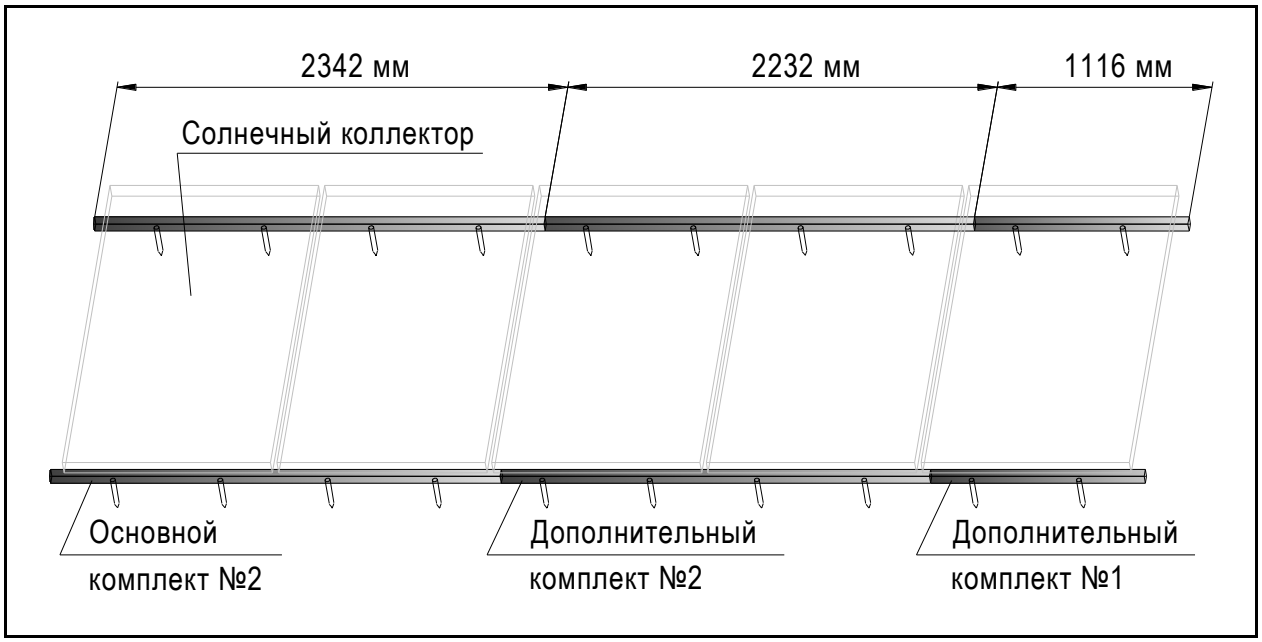
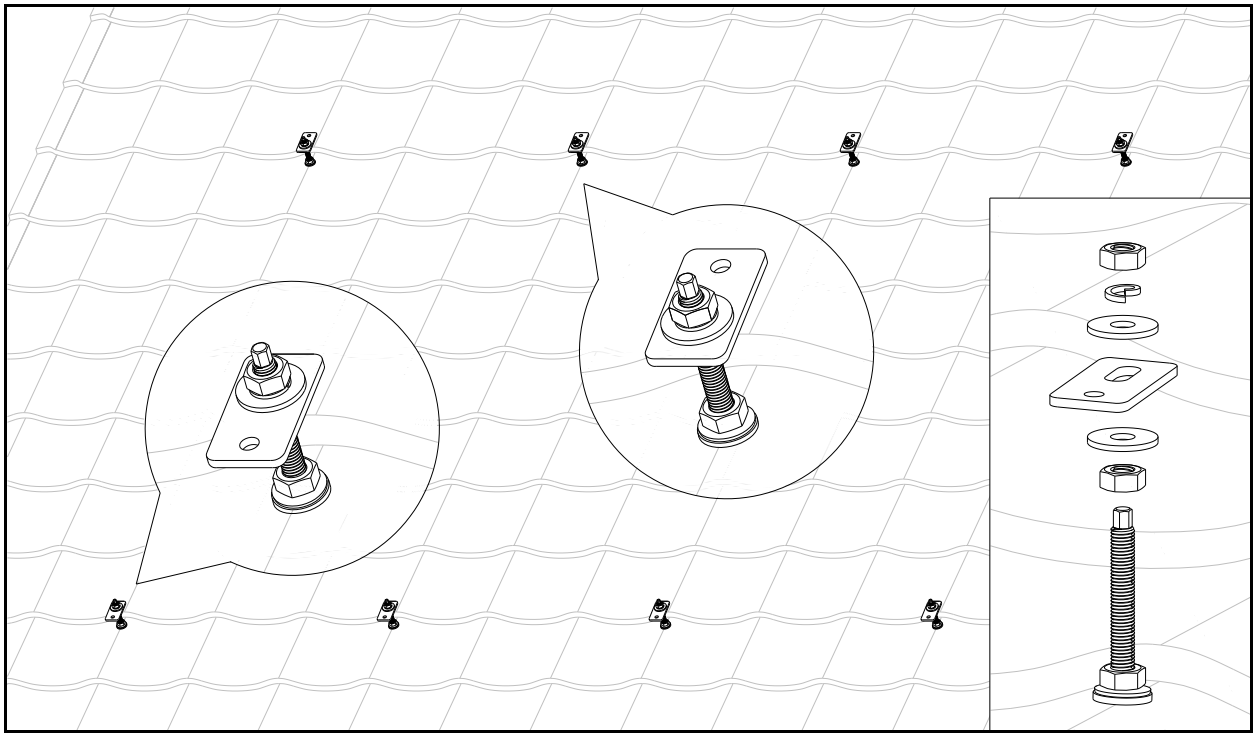
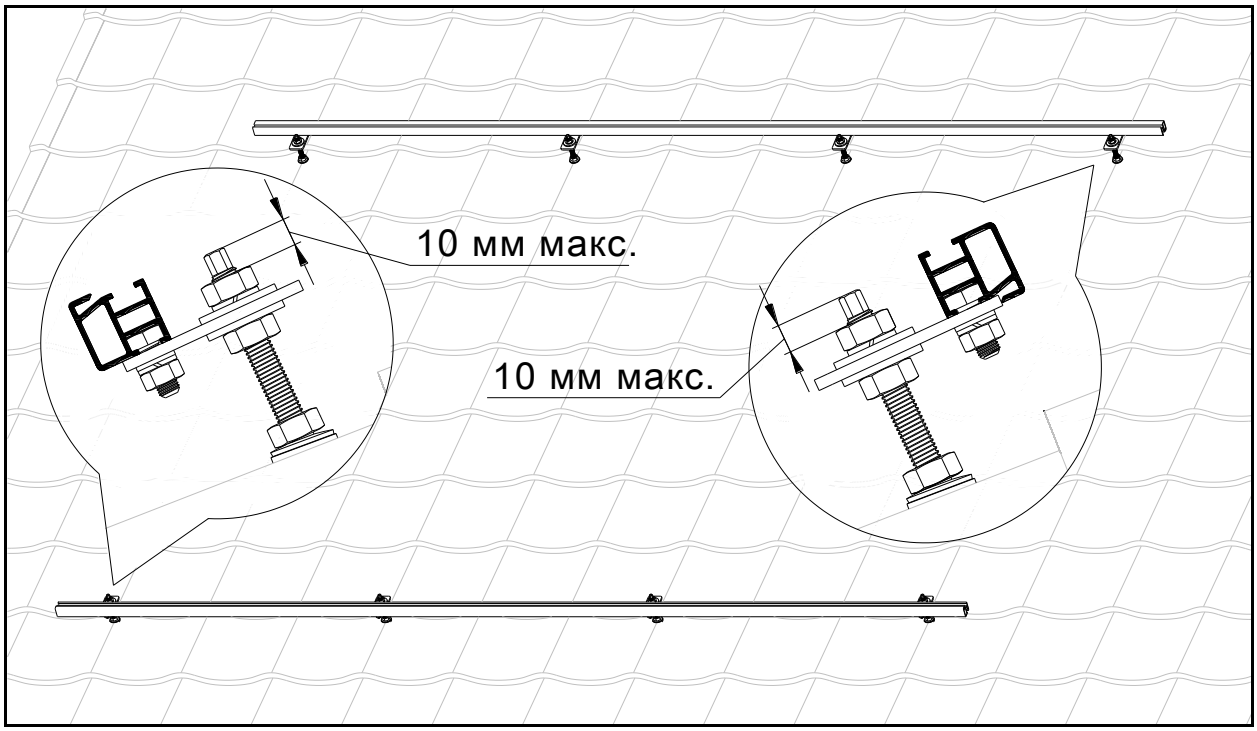

Рис. 4 Монтаж 5-ти солнечных коллекторов на наклонную кровлю
Рис. 7 Сборка узла со шпилькой
Рис. 8 Установка реек
6) собрать узел со шпилькой как показано на рис. 7 без окончательной затяжки верхней гайки. При этом не устанавливать болт М8 с шайбами 8 и гайкой М8 (см. рис. 4);
7) необходимо выровнять расположение планок при помощи шнура для предотвращения изгиба профильной рейки из-за разницы в уровне стропил. Расстояние от планки (см. рис. 4) до кровельного покрытия должно быть не менее 50 мм. При выравнивании соблюсти размер 10 мм макс., указанный на рис. 8;
8) далее установить рейки из основного комплекта №2 (см. рис. 8) и закрепить их на планках при помощи болтов М8 с шайбами 8 и гайками М8. После этого затянуть верхнюю гайку на шпильке;